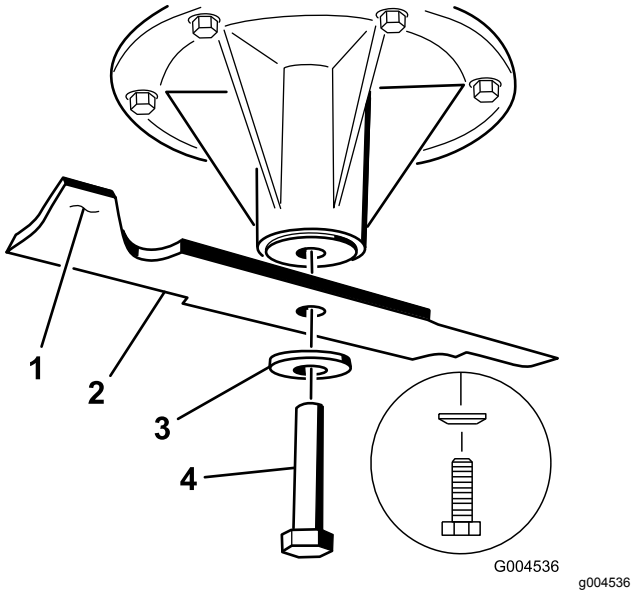

**Figur 78**
2. Fjern knivbolten, den buede skive og skærekniven fra spindelakslen (Figur 78).
3. Hvis kniven ikke er afbalanceret, skal der slibes lidt mere metal af sejlområdet (Figur 78).